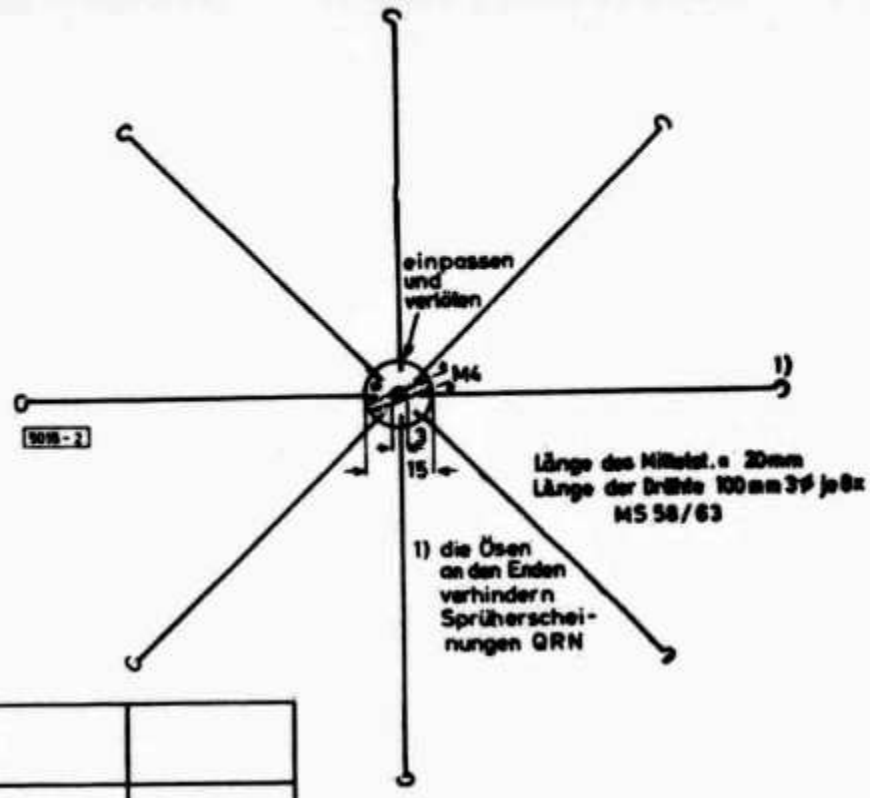

Abb. 2.
3. Aufsetzen von Zusatzkapazitäten (Kapazitätshüten) in dem Spannungsbauch der Antenne (**Abb. 2**).